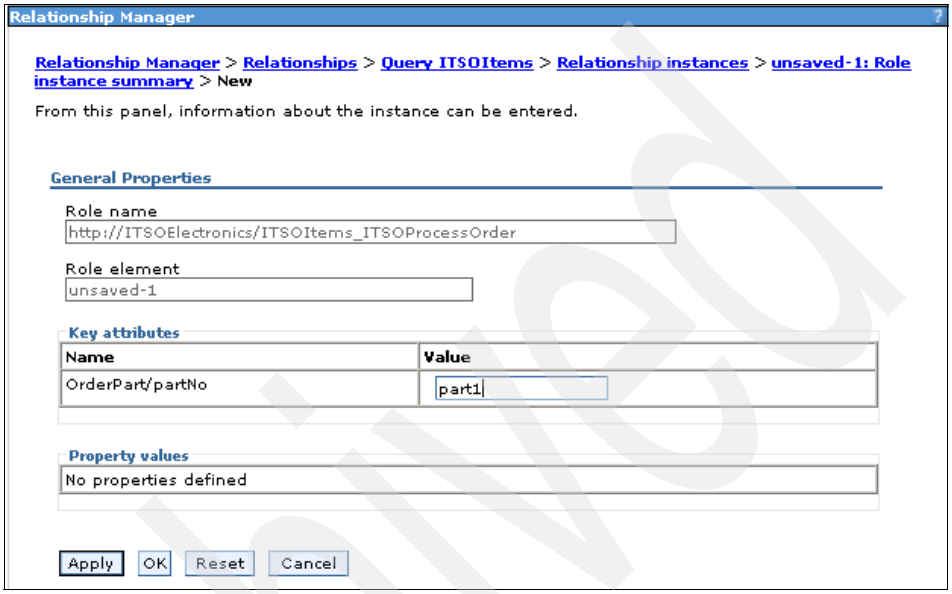

Figure C-13 Adding the part1 reference for ITSOElectronics to the relationship
12. In the New page (Figure C-13), we see that we are still in instance `unsaved-1`. The key attribute, partNo that we defined for the role is shown. We add our cross-reference for ITSOElectronics here, so in the Key attributes section, in the Value box opposite partNo, type `part1` and click **OK**.